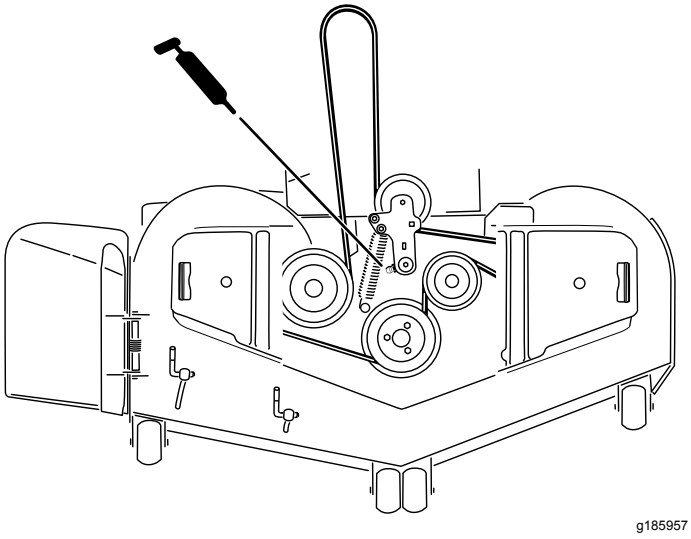

Figuur 48
5. Smeer het scharnierpunt van de spanpoelie van het maaidek tot het smeer er aan de onderzijde uitkomt (Figuur 48).